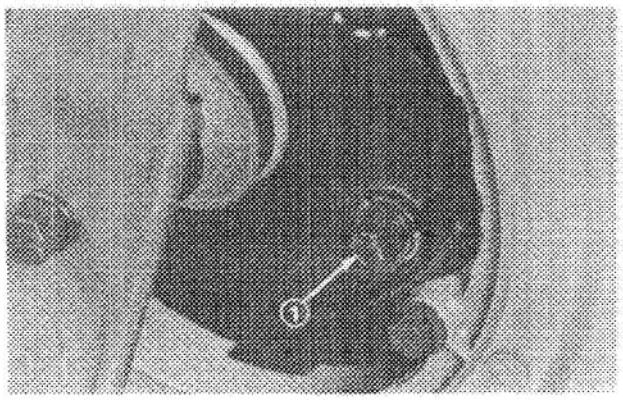

Figure 33
3. Tip mower on its right side and remove oil drain plug (Fig. 33).